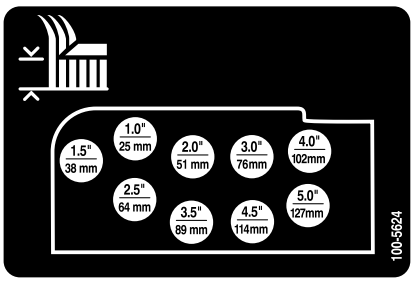

Figur 17
9. Montera klipphöjdskedjorna i önskat klipphöjdshål med hjälp av sprintbulten och hårnålssprinten (Figur 17).